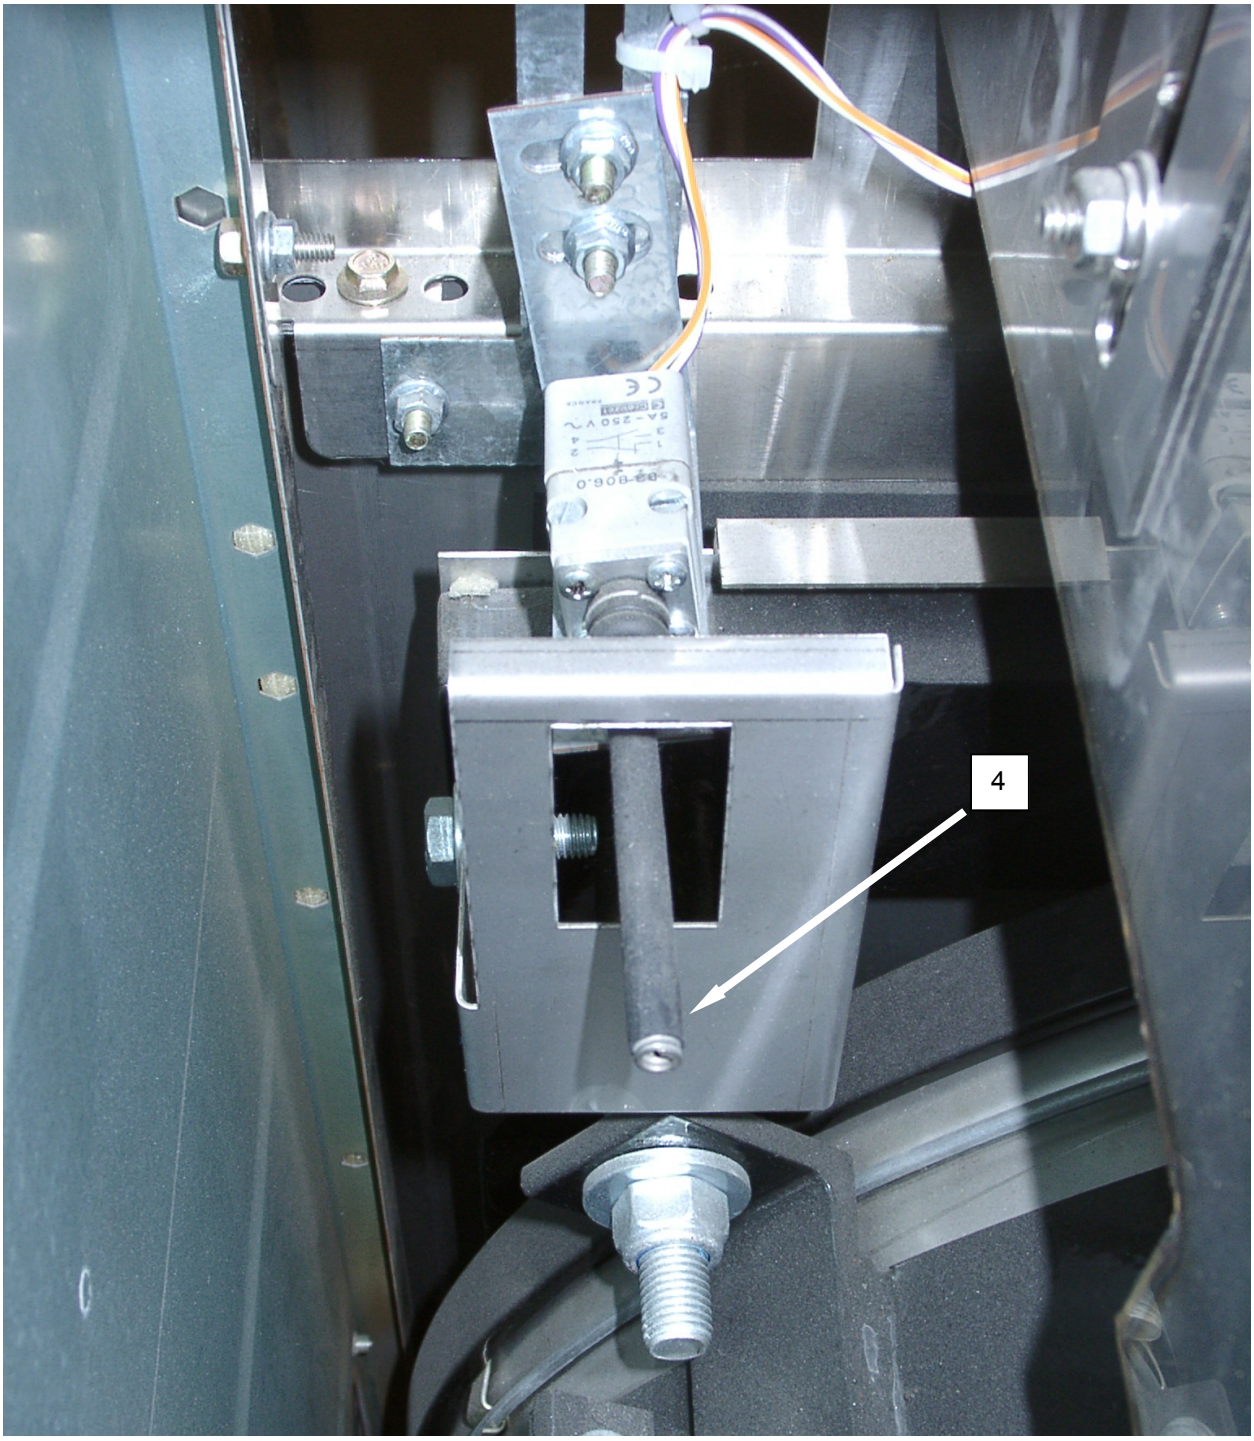

Figure 2. Test the Washer Balance Switch.
5. Ensure that switch trigger spring **(Figure 2, Item 4)** is not disturbed, and use an ohmmeter to test for 0 ohms resistance.
6. Deflect switch trigger spring **(Figure 2, Item 4)**, and use an ohmmeter to test for an open circuit.
9. Install the washer right front panel **(Figure 2, Item 1)** and retain with screw.